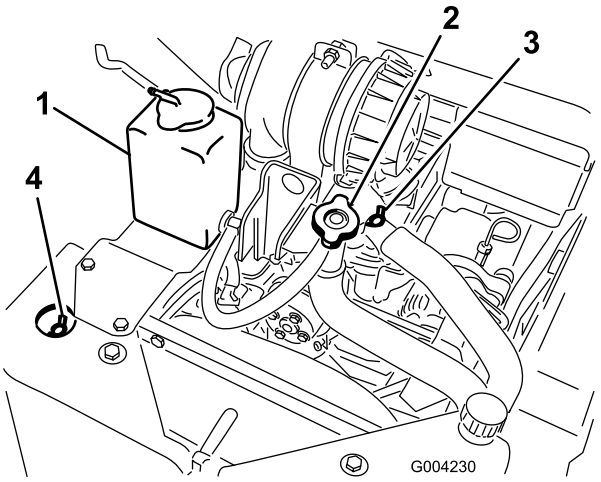

Figure 21
A. Remove the coolant fill cap (Figure 21).
B. Open the front and top coolant bleed valves (Figure 21).
C. Pour coolant into the coolant filler neck until the coolant begins to come out of the front coolant bleed valve (Figure 21).
D. Close the front coolant bleed valve (Figure 21).
E. Pour coolant into the coolant filler neck until the coolant begins to come out of the top coolant bleed valve (Figure 21).
F. Close the top coolant bleed valve (Figure 21).
G. Pour coolant into the coolant filler neck until the coolant level comes into the filler neck (Figure 21).
H. Install the coolant fill cap (Figure 21).
I. Add coolant into the expansion tank until it reaches the Full line on the side of the tank (Figure 21).